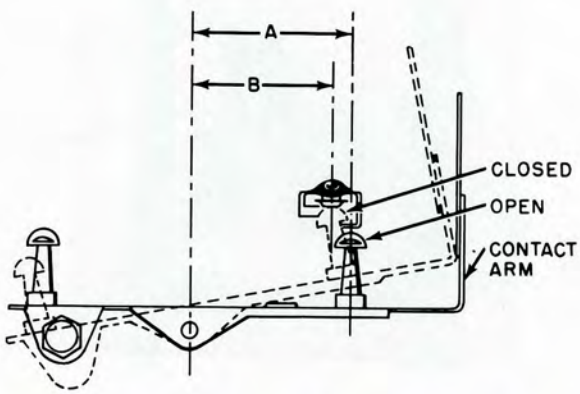

Figure 6-5. Voltage Regulator Relay, Contact Alignment
(1) CONTACT ALIGNMENT (figure 6-5). - As shown in figure 6-5, the spacing (B) of the contacts should always be less than (A), the difference depending on the bandwidth (tolerance range of regulating action) which in this case is ±2 percent of the regulated output. This bandwidth difference is determined by the requirement that after the contact is made and the holding effect has developed the necessary contact pressure, the contact centers approximately coincide as shown by the dotted lines on the right in figure 6-5. To adjust the contact alignment:
(b) Carefully depress the balanced contact arm until it reaches the position shown in dotted lines on figure 6-5.
(d) Repeat alignment procedure for the other movable contact and stationary contact by first lifting the contact bridge until a position similar to that shown in figure 6-5 is reached; then perform step (c), above.
To assemble the stationary contacts, tighten the locking screws and plate for stationary contacts just sufficiently to overcome looseness. When they are properly tightened, it should be possible to swing the contact holder, or slide it to the front or rear without again adjusting the locking screw and plate for the stationary contacts. Excessive tightening of the locking screw will distort the contact holder and destroy the contact adjustment. Align the contacts as instructed in paragraph 6-6a.(1). (See figure 6-5.)